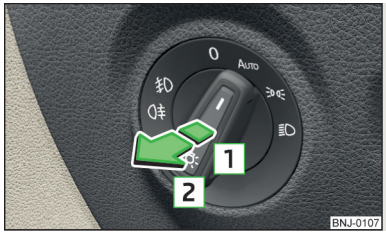

Fig. 43
- ✓ El interruptor de luz se encuentra en la posición **AUTO**, o » fig. 43.